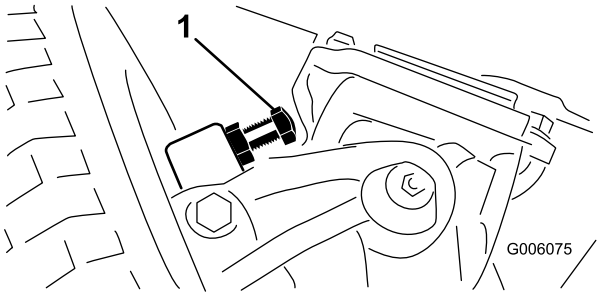

Figure 60
1. Vissez ou dévisser les boulons jusqu'à ce que l'écart correct soit obtenu (2,286 mm) (Figure 60).